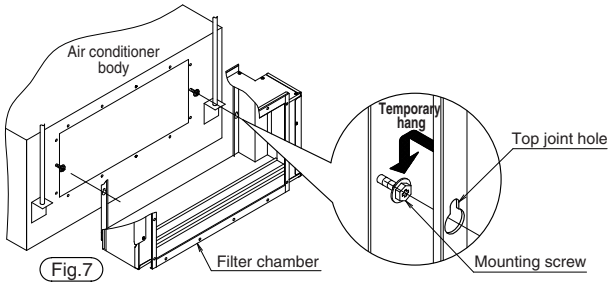
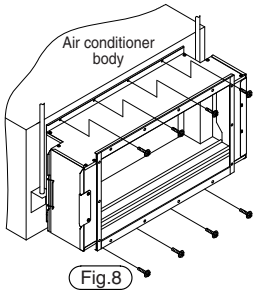

Fig.7
Fig.8
(1) Fit the mounting screws which are attached to this kit, onto the air conditioner body at two positions. (Fig.7)
(2) Temporarily hang the air conditioner body with the screws fitted in accordance with above item (1), into the top joint holes of the filter chamber body, from inside.
(3) After tightened the chamber at all the outer screw holes by means of the attached mounting screws, tighten two inside screws which has been used for the temporary hanger. (Fig.8)
(4) The air conditioner body and filter chamber should be installed horizontally by using a level vial etc.